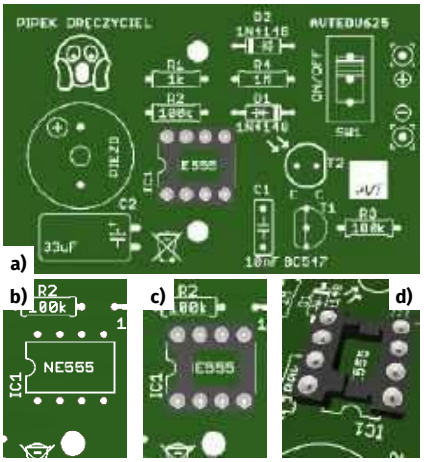

Rysunek 5. a) lokalizacja podstawki na płytce; b), c), d) poprawny montaż tego elementu z uwzględnieniem kierunku
- Podstawka pod układ scalony nie ma biegunowości w sensie elektrycznym, ale ma określoną orientację montażową. W jej obudowie znajduje się znacznik (najczęściej wycięcie lub kropka), który musi być ustawiony zgodnie ze znakiem na płytce drukowanej (**rysunek 5**). Prawidłowa orientacja podstawki jest konieczna, aby później poprawnie włożyć do niej układ scalony.